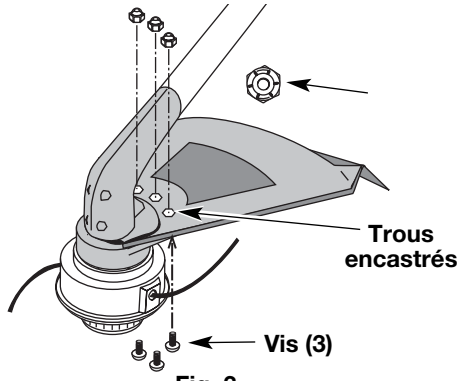

Fig. 3
2. Placez un de trois fournis écrous de blocage hex dans l'un des trois trous encastré, sur le dessus du protecteur d'accessoire de coupe (Fig. 3).
3. Introduisez une vis dans le trou du bas du protecteur d'accessoire de coupe. Vissez-la dans l'écrou posé à l'étape 2 (Fig. 3). Évitez de serrer.